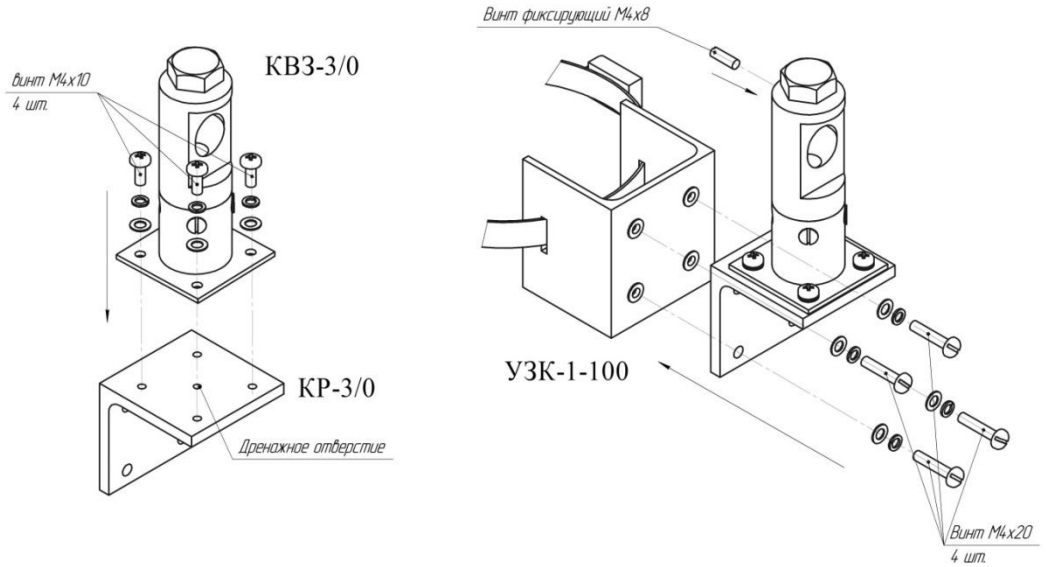

Рис. 10.2
10.4.2 На опоре с помощью болтов, гаек и шайб устанавливается необходимый УЗК для ППБ (см. табл. 10.2). Высота установки определяется оперативно-тактическими соображениями и конкретными условиями. Ориентировочная высота установки ППБ 0,8…1,4м от усредненной поверхности земли (пола) до нижней части ППБ. Пример установки на опоре УЗК-1/100 см. на рис. 10.2.